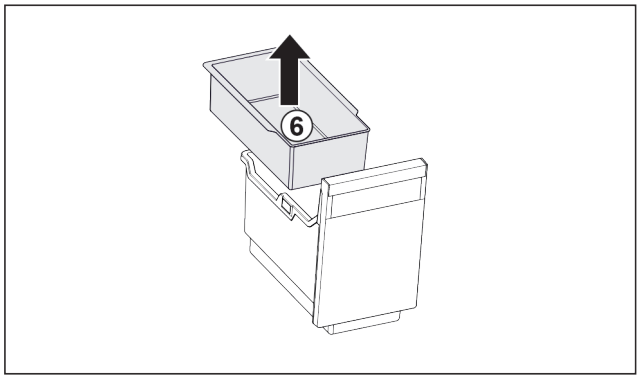

*Fig. 140*
▶ Inhangschaal *Fig. 140 (6)* verwijderen.